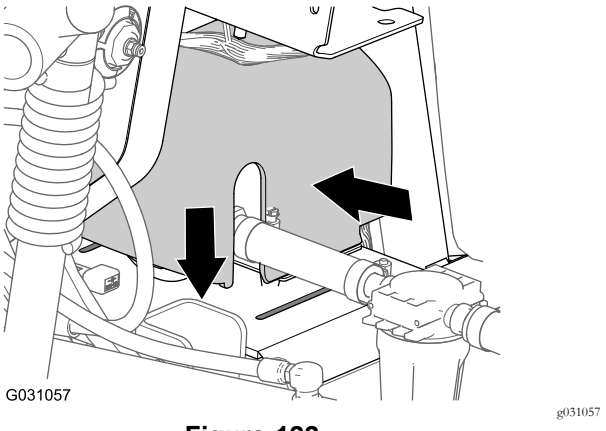

Figura 122
2. Alinee la tapa de la bomba de enjuague sobre la placa base de la bomba de enjuague (Figura 122).
3. Presione los lados de la tapa de la bomba de enjuague y alinee las pestañas de la tapa con la placa base (Figura 122).
4. Introduzca las pestañas en las ranuras y suelte los lados de la tapa (Figura 122).